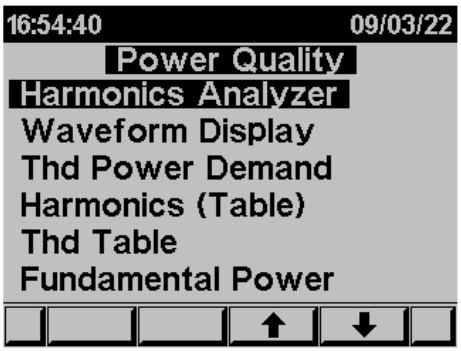

Abbildung 23 Netzqualität
2. Drücken Sie “ENTER”. Die Anzeigen **Power Quality** erscheint - Abbildung 23 Netzqualität